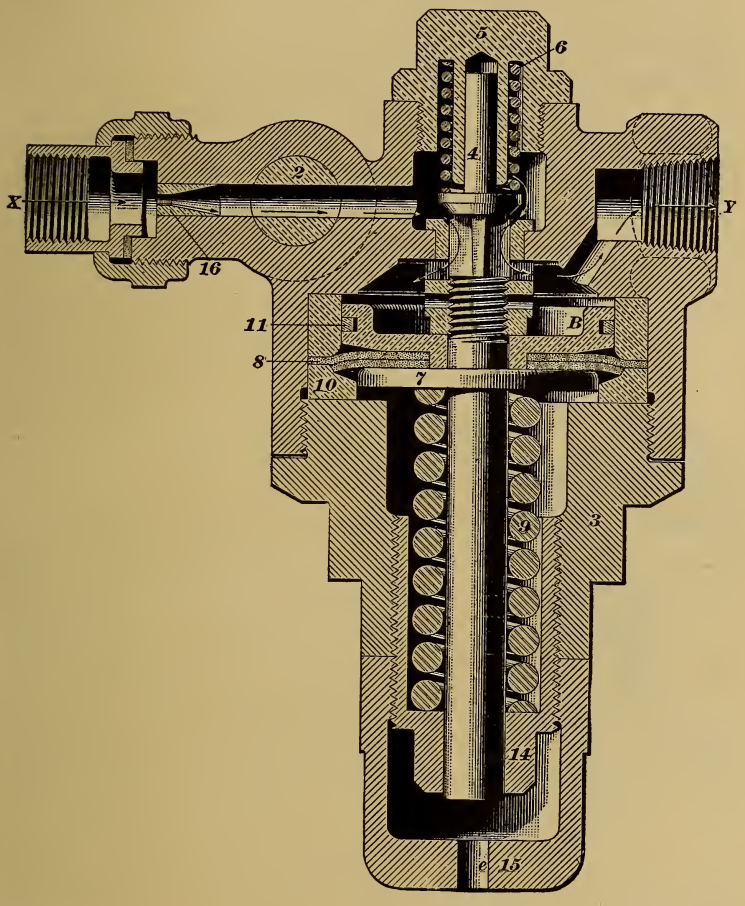

FIG. 5.
4. The **improved reducing valve** is shown in Fig. 5; *2* is a plug cock which, in the position here shown, is allowing air to enter the reducing valve, but, when turned at right angles to its present position, cuts the valve out of service; *3* is the lower cap; *4*, the supply valve; *5*, the supply-valve cap nut; *6*, the supply-valve spring; *7*, the reducing-valve piston; *8*, a rubber diaphragm consisting of two pieces of rubber; *9*, the regulating spring; *10*, the diaphragm ring; *11*, the piston packing-ring (which, together with the diaphragm, serves to prevent leakage of air past piston *7*); *14*, the regulating nut by means of which the tension of the spring *9* is adjusted; and *15*, the
12. If it is found that no air passes into the signal pipe, first see whether the cocks on each side of the hose between the tender and train have been opened. If so, the opening in the plug *16* of the reducing valve, Fig. 5, may be stopped up with oil and dirt; or the lining in the hose may be loose and blocking the passage; or, if the weather is cold, the signal pipe on the engine or tender may be stopped up with ice, or the reducing valve may be frozen up.